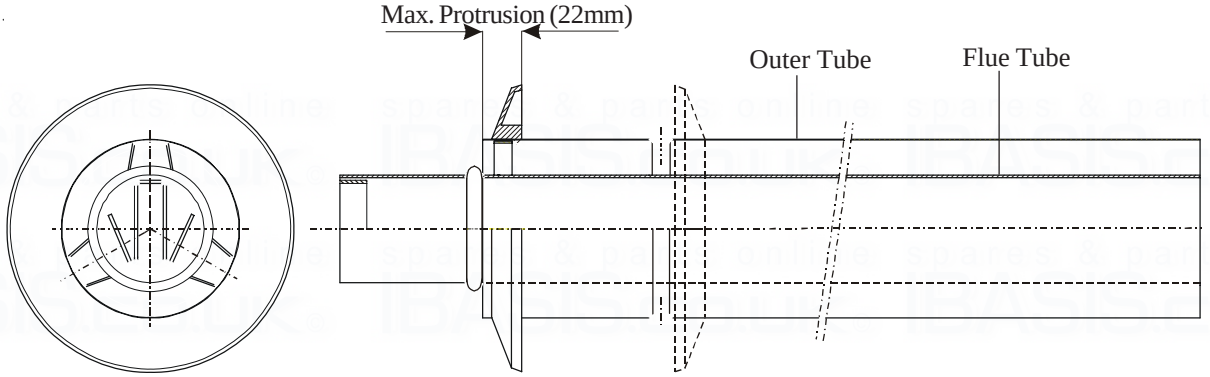

Fig. 5
5.2.5 It is recommended that the flue is fitted so that the outer part is flush with the wall. However, where this is not the case, the maximum protrusion of the outer part of the flue through the wall MUST NOT exeed 22mm (see Fig. 5)